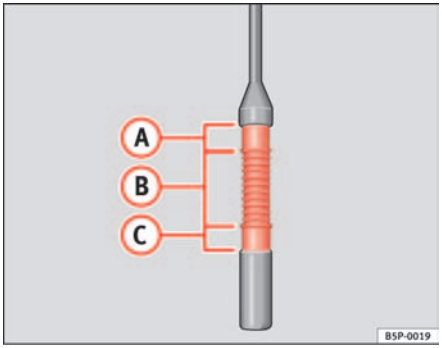

Fig. 123 Engine oil dipstick.
– Pull the dipstick out again and check the oil level ⇒ page 176, fig. 123.
If the oil level is in area ⇒ page 176, fig. 123 (A), do not top up with oil.